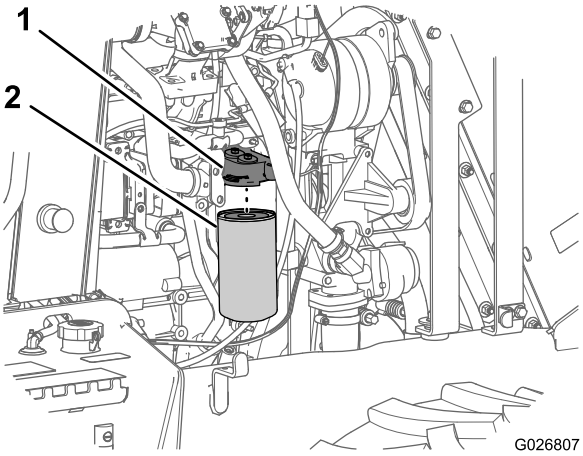

Figure 65
2. Place a small drain pan under the oil filter (Figure 65).
3. Rotate the oil filter to the left and remove the oil filter (Figure 65).
7. Align the new oil filter to the oil-filter head and rotate the filter to the right until the seal of the oil filter contacts the oil-filter head (Figure 65).
8. Hand tighten the oil filter an additional 3/4 to 1 full turn (Figure 65).